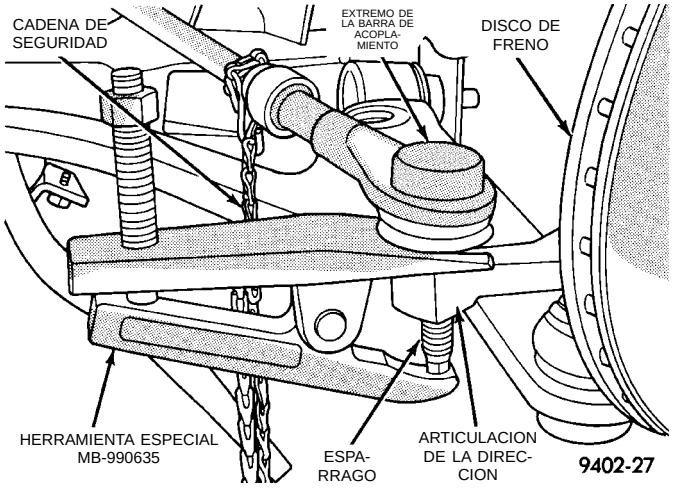

Fig. 7 Desmontaje del extremo de barra de acoplamiento de la articulación de dirección
(6) Retire de las articulaciones de dirección ambos espárragos de los extremos de la barra de acoplamiento con el extractor, Herramienta especial MB-990635 (Fig. 7).